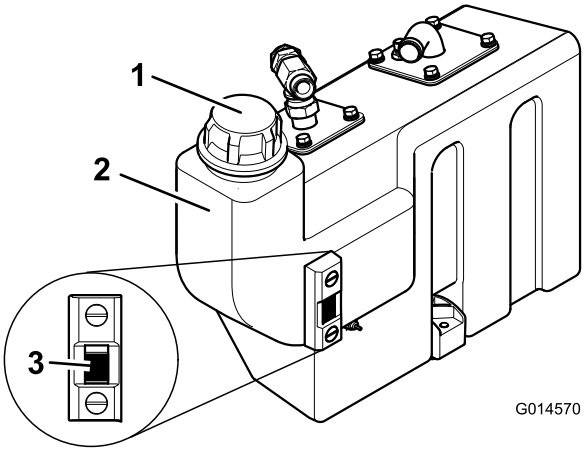

Figuur 29
3. Als bijkomende hydraulische olie nodig is, maak dan de omgeving van de vulbuis en de dop van de hydraulische tank schoon (Figuur 29) en verwijder de dop.